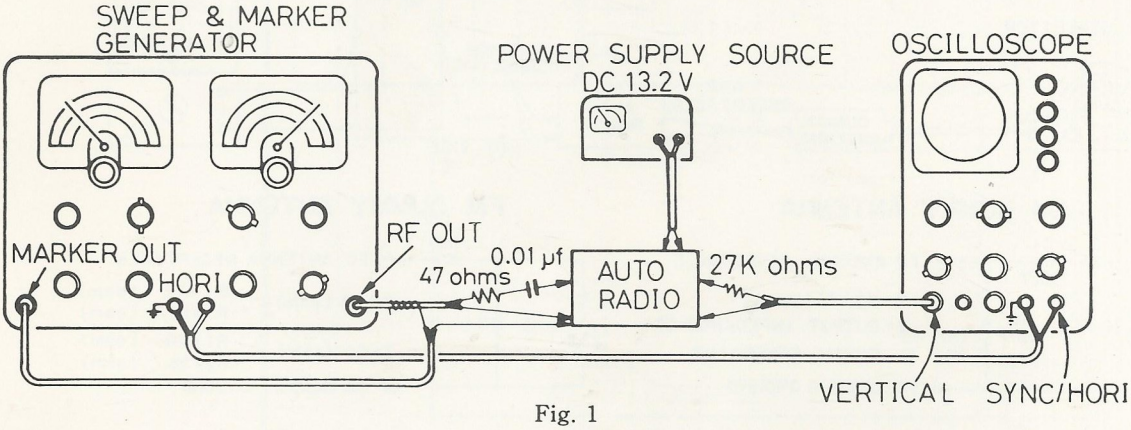

Fig. 1
(1) Preparations for alignment
a. Connections (Refer to Fig. 1)
For Test set up refer to Fig. 1.